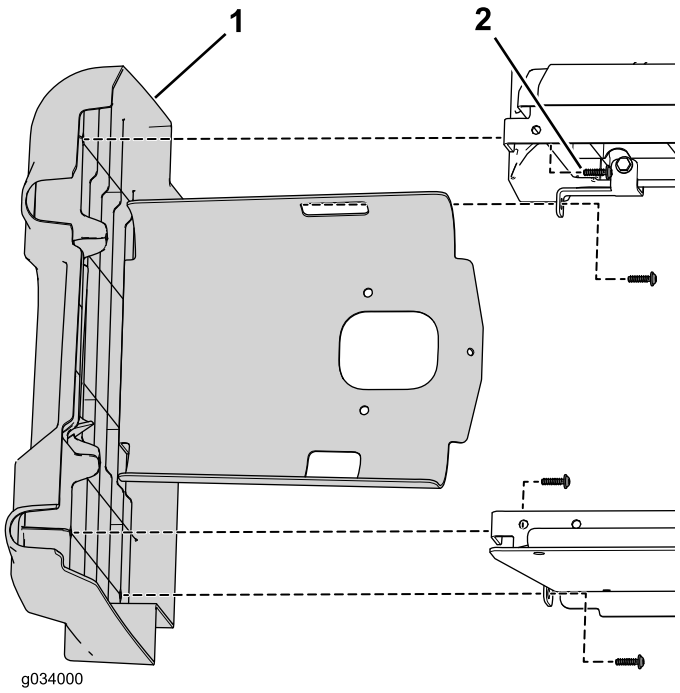
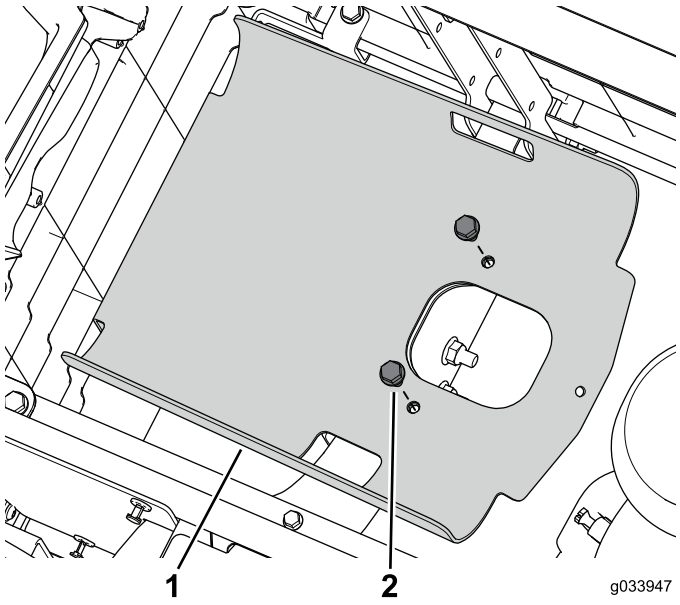

Figure 46
Figure 47
4. Use the hardware you removed earlier to install the original left panel assembly to the rear seat-base panels (Figure 46 and Figure 47).